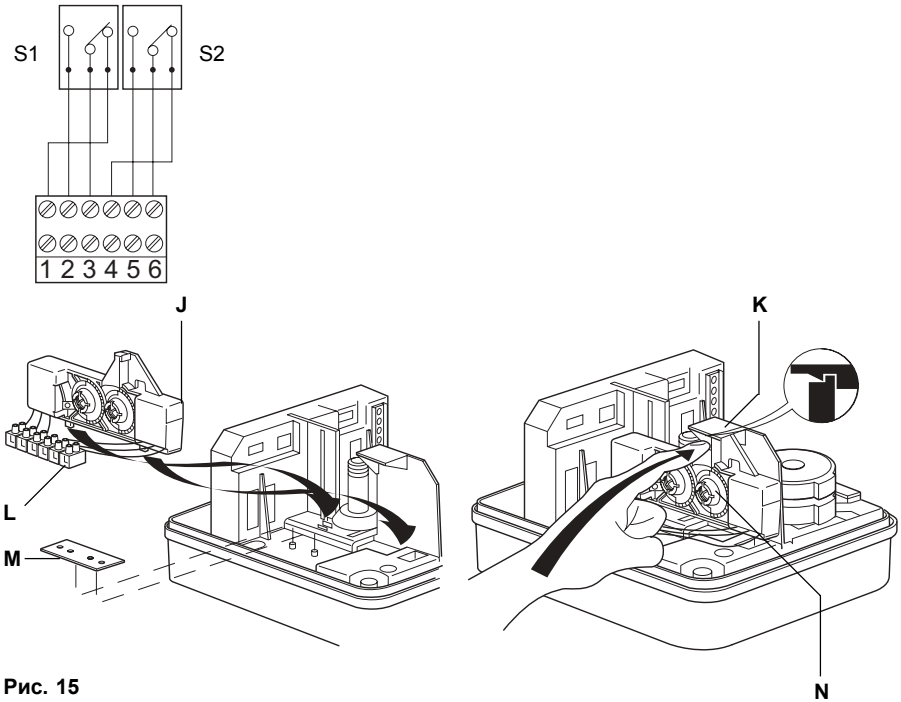

Рис. 15
1. Используя кронштейны на блоке концевых выключателей (**J**) установите блок в привод, как показано на Рис. 15.
5. Соедините кабели как это показано на Рис. 15.